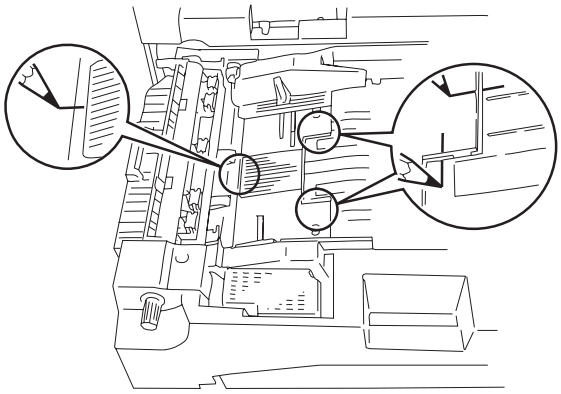

Figure 5-902
1) Mark the position of the side guide plate with a pencil or the like. (See Figure 5-902.)
2) Remove the two mounting screws ①, and disconnect the two connectors; then, remove the side guide plate assembly ②.